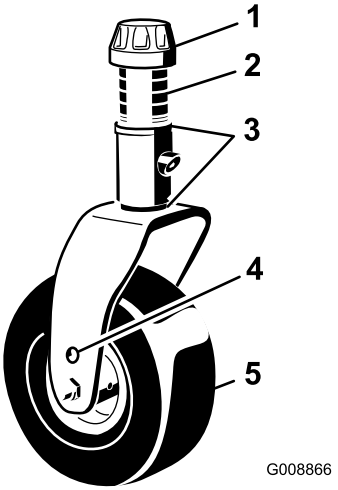

Figur 26
3. Justera mellanläggen (3 mm) på de främre svänghjulsgafflarna så att de stämmer överens med klipphöjdsdekalen (Figur 26). Se Justera klippdäckets lutning (sida 59).